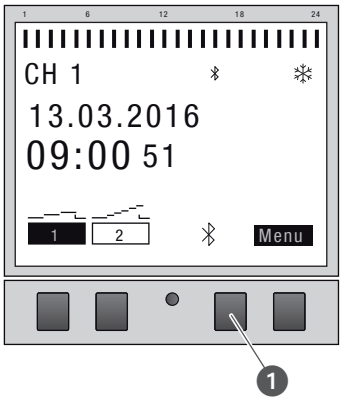

Fig. 20: Estabelecer a ligação Bluetooth no temporizador do distribuidor
1. Premir o botão Bluetooth (Fig. 20/❶) no temporizador do distribuidor.